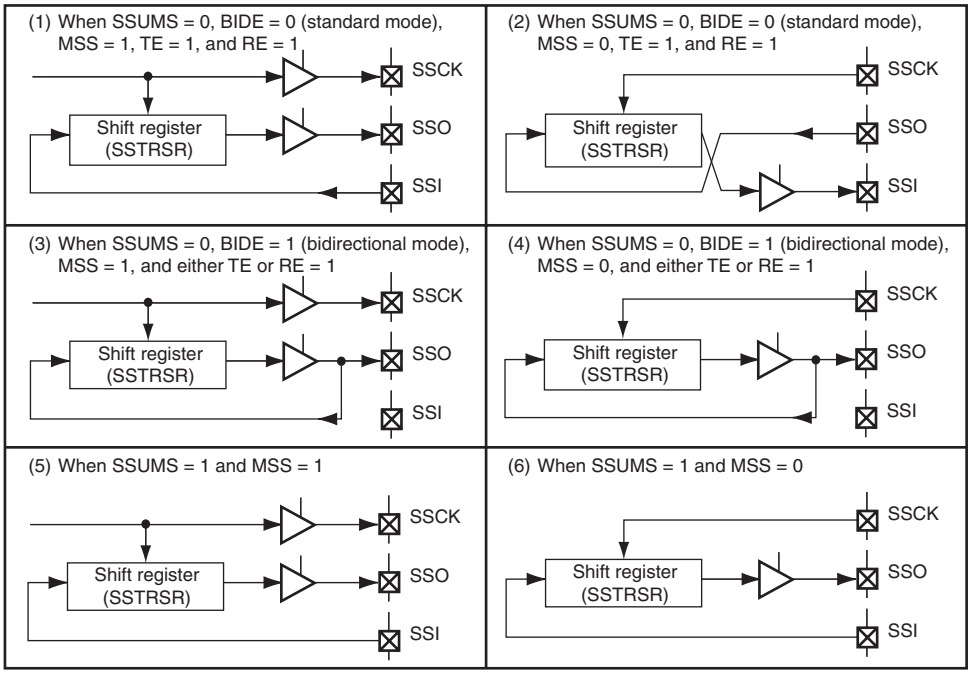

**Figure 15.3 Relationship between Data Input/Output Pins and the Shift Register**
The connection between data input/output pins and the SS shift register (SSTRSR) depends on the combination of the MSS and BIDE bits in SSCRH and the SSUMS bit in SSCRL. Figure 15.3 shows the relationship.
The SSU transmits serial data from the SSO pin and receives serial data from the SSI pin when operating with BIDE = 0 and MSS = 1 (standard, master mode) (see figure 15.3 (1)). The SSU transmits serial data from the SSI pin and receives serial data from the SSO pin when operating with BIDE = 0 and MSS = 0 (standard, slave mode) (see figure 15.3 (2)).
The SSU transmits and receives serial data from the SSO pin regardless of master or slave mode when operating with BIDE = 1 (bidirectional mode) (see figures 15.3 (3) and (4)).
The SSU transmits serial data from the SSO pin and receives serial data from the SSI pin when operating with SSUMS = 1. The SSCK pin outputs the internal clock when MSS = 1 and function as an input pin when MSS = 0 (see figures 15.3 (5) and (6)).